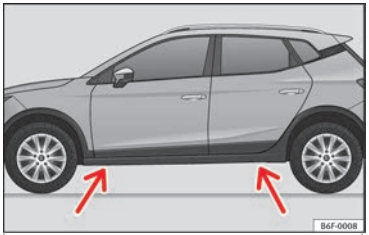

Rys. 83 Punkty podnoszenia.
• Znaleźć punkt podstawienia w progu (wgłębienie) najbliżej koła, które ma zostać wymienione ››› **rys. 83**.